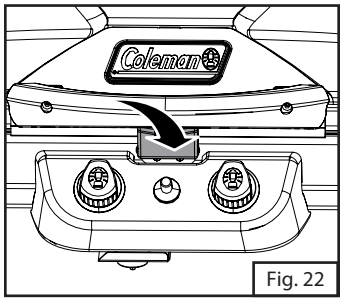

Fig. 22
3. Pour ouvrir le couvercle, dégager le loquet du couvercle et soulever. (Fig. 22)